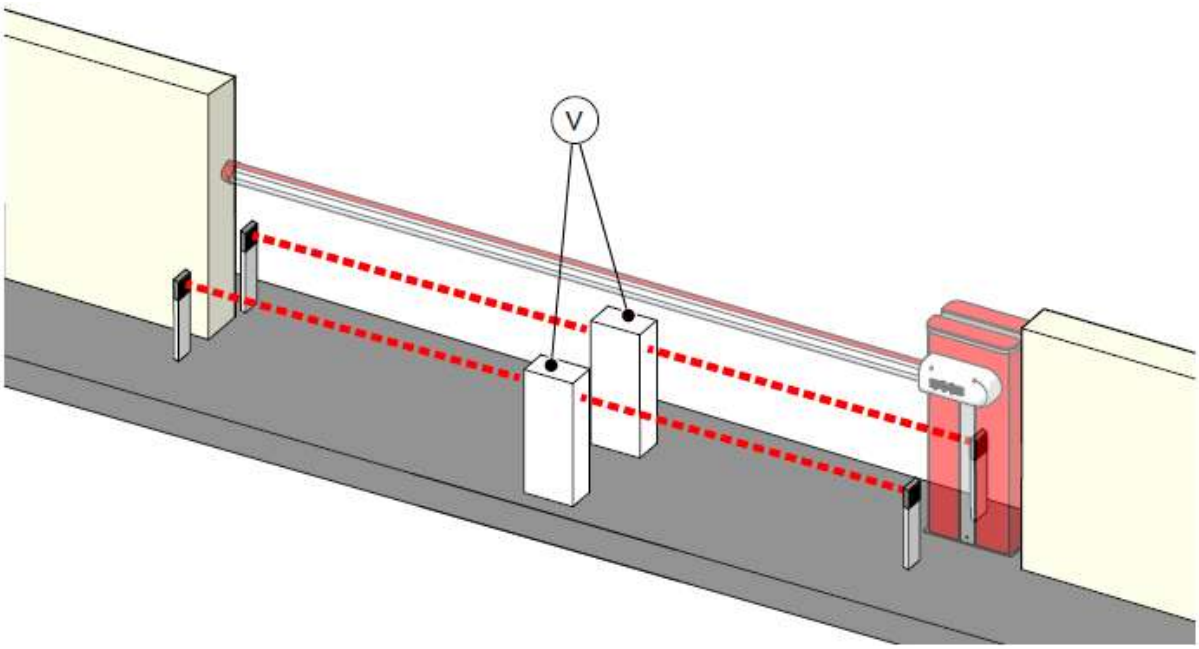

Fig. 7
• Oppure in funzione dei rischi valutati in ogni specifica di installazione, installare due coppie di fotocellule, ad un'altezza consigliata di **500 mm**. **(Vedi Fig. 7)**